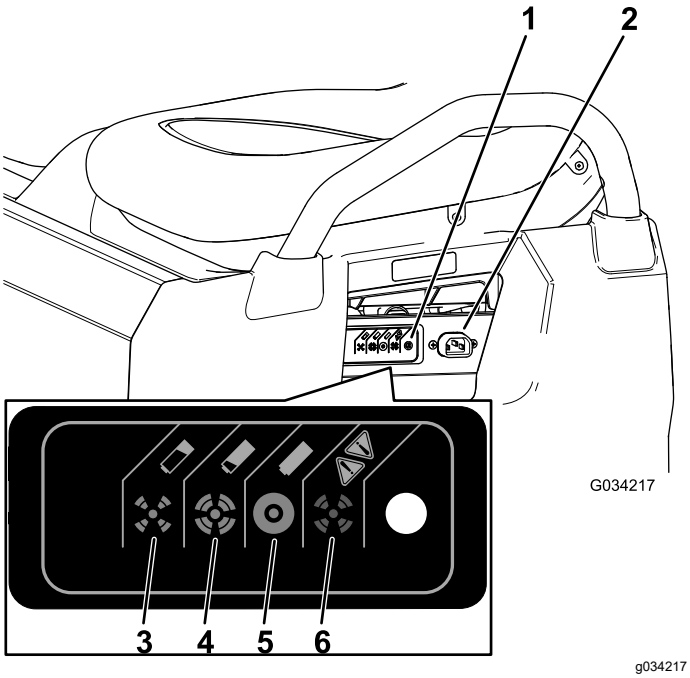

Bild 36
3. Schließen Sie ein **16er (oder dickeres) 2,5 m oder kürzeres Ladekabel** an der Ladesteckdose der Maschine an (Bild 36).
In der folgenden Tabelle und in Bild 36 finden Sie Informationen über die Bedeutung der verschiedenen Farben der Statuslampe am Ladegerät.